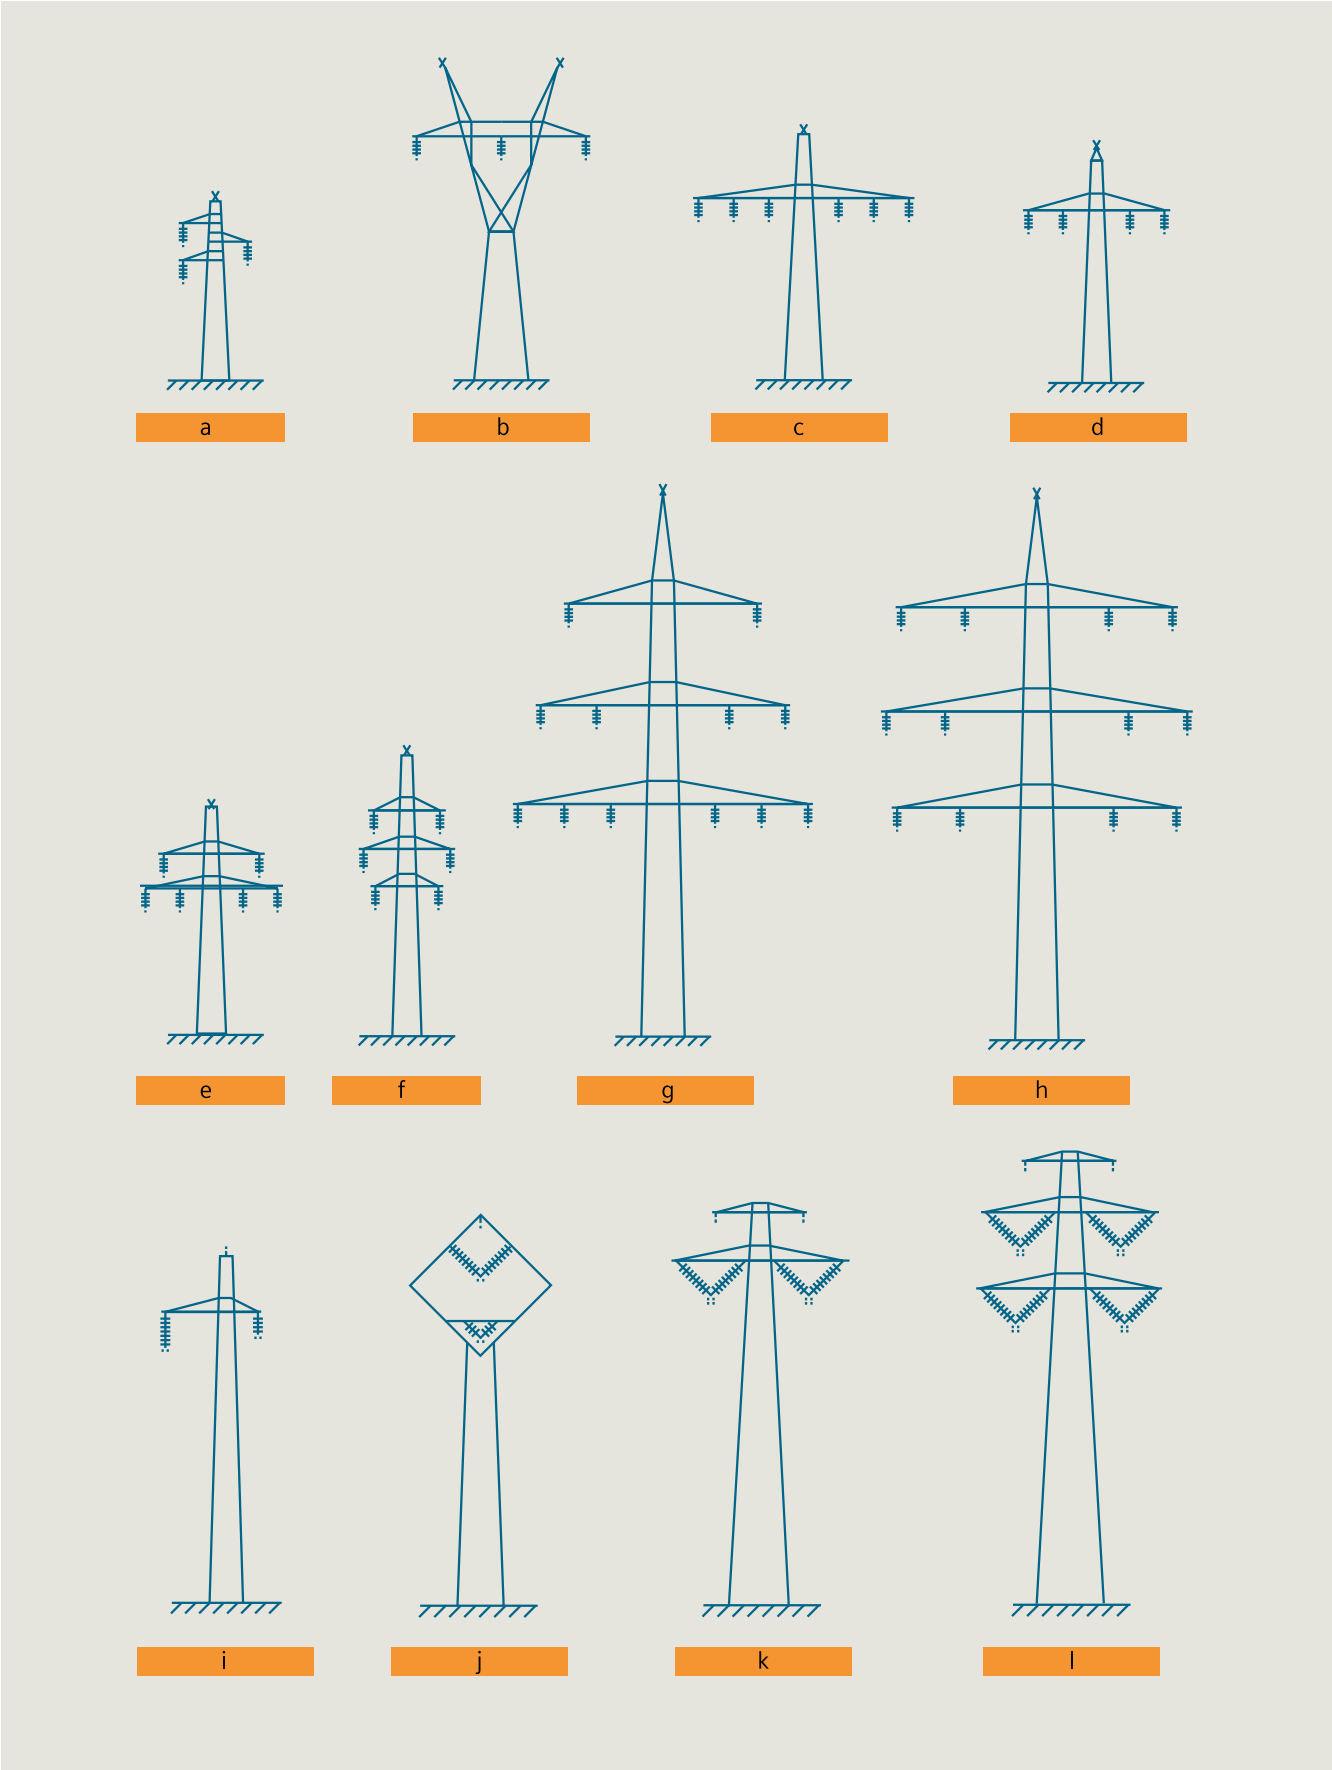

Fig. 2.2-71: (a–h): tower configurations for high-voltage lines (AC); (i–l): tower configurations for high-voltage lines (DC)
For high-voltage and extra-high-voltage power lines, a large variety of configurations are available that depend on the number of circuits (AC) or poles (DC) and on local conditions. Due to the very limited right-of-way, more or less all high-voltage AC lines in Central Europe comprise at least two circuits. Fig. 2.2-71 shows a series of typical tower configurations. Arrangement "e" is called the "Danube" configuration and is often adopted. It represents a fair compromise with respect to width of right-of-way, tower height and line costs.